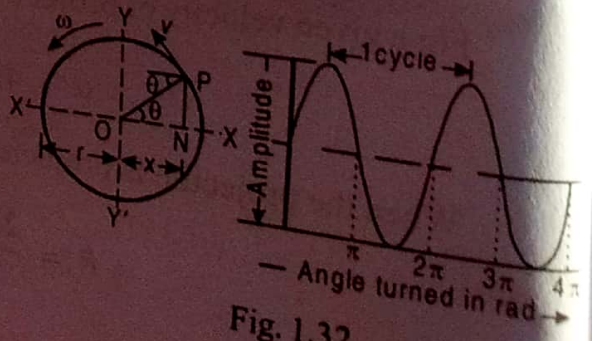

Fig. 1.32
1. *Amplitude.* It is the maximum displacement of a body from its mean position. In Fig. 1.32, OX and OX' is the amplitude of particle P. The amplitude is always equal to the radius of the circle.
Consider a particle, moving round the circumference of a circle of radius r, with a uniform angular velocity ω rad / s, as shown in Fig. 1.32. Let P be any position of the particle after t seconds and θ be the angle turned by the particle in t seconds. We know that